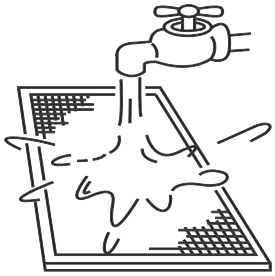

Figura 38
b. O lado da entrada de ar deve ficar voltado para baixo quando se utiliza água limpa. (Consulte a Figura 38)